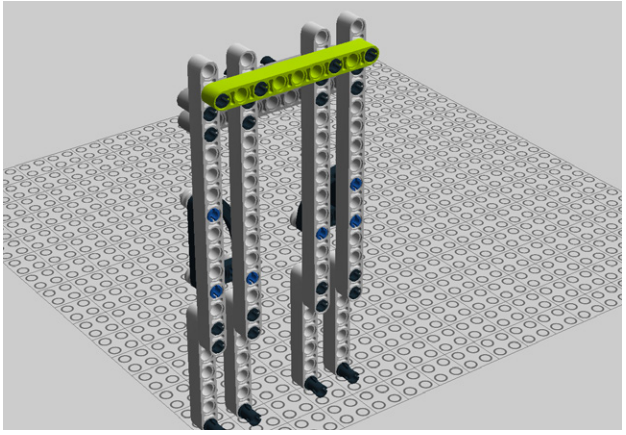

Figure 5-33. *Step 26: Installing the beam*
26. Place another beam, as shown in Figure 5-33.